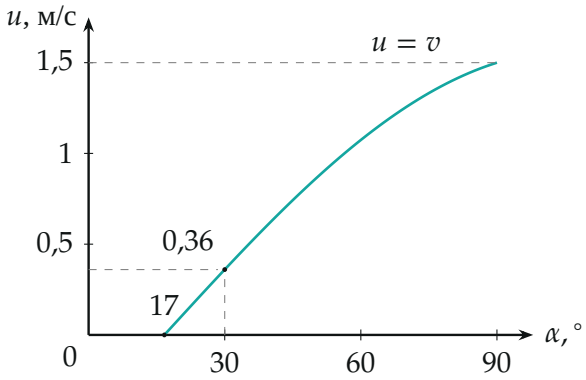

Рис. 4. Установившаяся скорость изделия в зависимости от угла установки перекладины ($v = 1{,}5$ м/с, $\mu_2 = 0{,}30$)
7. Зависимость от угла. Формула $u(\alpha) = v(\sin\alpha - \mu_2\cos\alpha)$ обращается в нуль ровно при $\operatorname{tg}\alpha = \mu_2$ — это граница пункта 1. При $\alpha \to 90°$ (перекладина вдоль ленты) $u \to v$: изделие едет вместе с лентой (рис. 4).